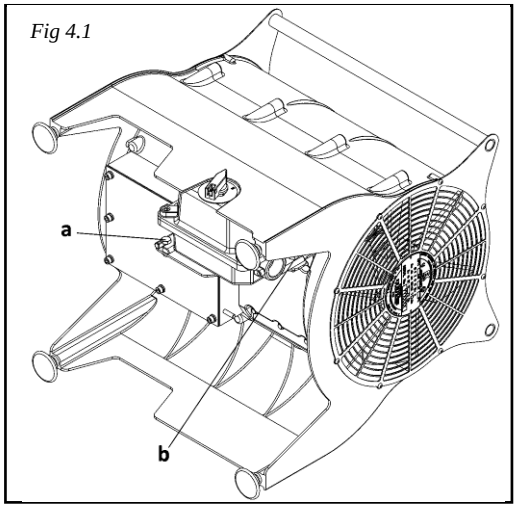
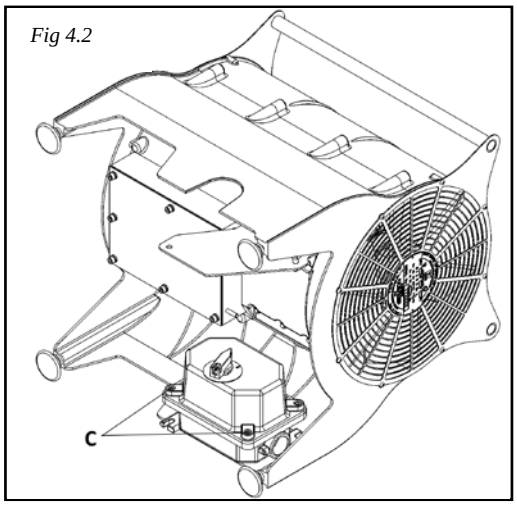

Fig 4.1
Fig 4.2
- If fitted with an optional local isolator, carefully remove fixing (a.) and loosen fixing (b.) and slide the enclosure housing towards you. See Fig 4.1. Rotate so as not to apply any additional stress on the cable and set down. See Fig 4.2.